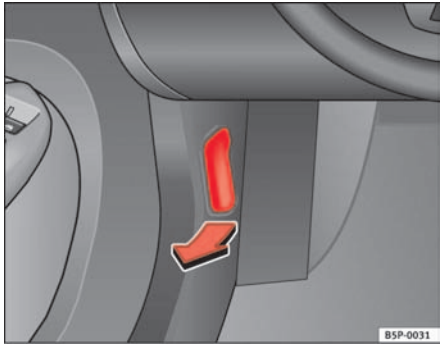

Fig. 157 Detail of the foot well: The release lever for the bonnet is located in the driver side foot well
– To release the bonnet, pull the lever under the dashboard ⇒ fig. 157 in the direction indicated (arrow). The bonnet will be released by a spring action ⇒ ⚠.